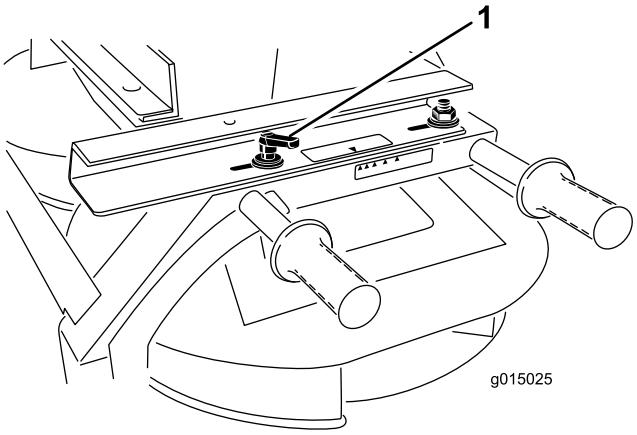

Figur 44
1. Lossa handtagen på varje sida av dubbelspridaren (Figur 44).